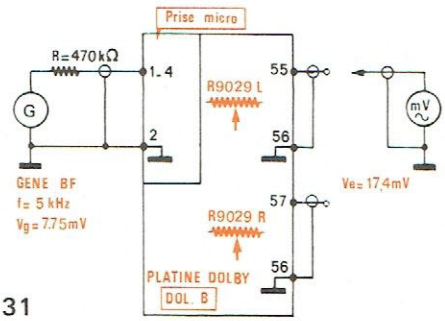

Fig. 31
14 - REGLAGE DU CIRCUIT DOLBY (Fig. 31 - 32 et 33)
b) Gain de l'amplificateur (Fig. 31 et 33)